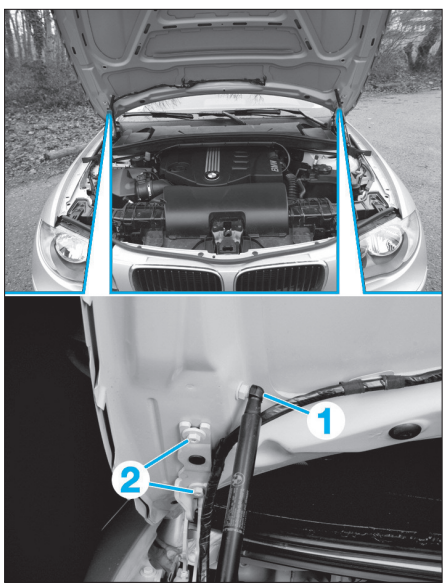

Fig. 158
• De chaque côté, décrocher les vérins (1) **(Fig.158)**.